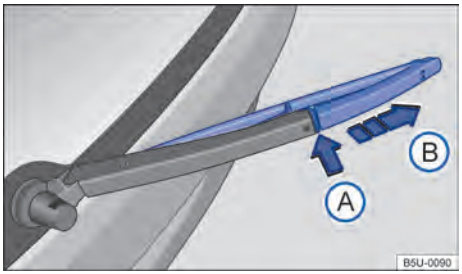

Fig. 164 Sustituir la escobilla limpiaparabrisas de la luneta trasera.
– Mantener presionada la tecla de desbloqueo → fig. 164 Ⓐ.